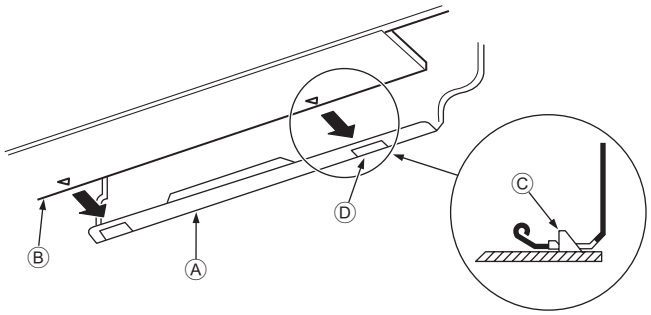

Abb. 3-15
3. Hängen Sie den oberen Teil der Innenanlage an die Montageplatte ①, während Sie die Kältemittelleitung und das Abflussrohr in die Wandöffnung (Tülle) einführen.
5. Befestigen Sie die Innenanlage, indem Sie sie gegen die Montageplatte ① drücken. (Abb. 3-15)
* Vergewissern Sie sich, dass die Knöpfe unten an der Innenanlage sicher in die Montageplatte ① eingehängt sind.
- Ⓐ Montageplatte ①